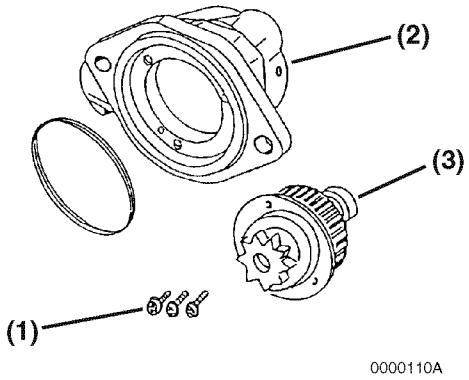

Figure 11-9
9. Remove the three M4 bolts **(Figure 11-9, (1))** securing the bearing retainer assembly **(Figure 11-9, (2))** to the gear housing. Remove the bearing retainer assembly from the gear housing.
10. Remove the pinion clutch assembly **(Figure 11-9, (3))** from the bearing retainer assembly.